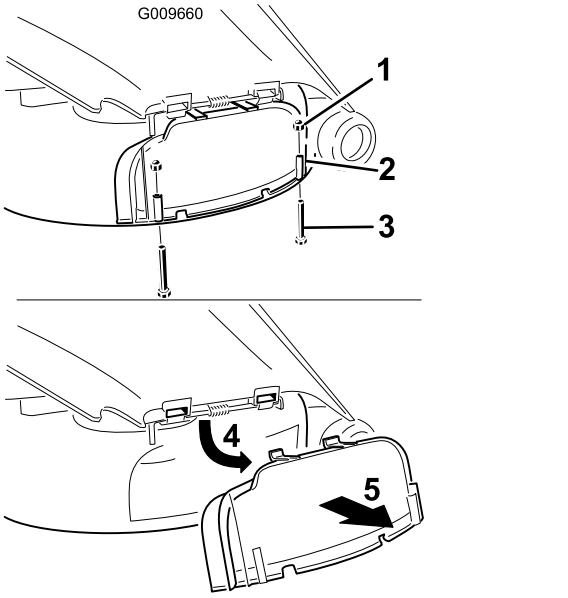

Figuur 14
3. Verwijder de 2 moeren en bouten waarmee de uitworpafsluiter aan de machine is bevestigd (Figuur 14).